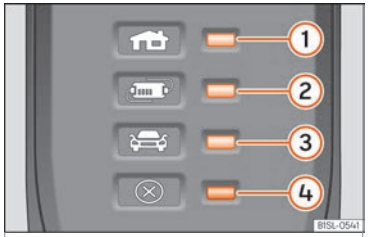

Abb. 216 Am Ladekabel für Netzsteckdosen: Kontrollleuchte in der Schutzeinrichtung.
››› **Abb. 216**:
Durch die elektronische Schutzeinrichtung ››› **Abb. 216** ist der Ladestecker so lange stromlos, bis er in die Ladedose des Fahrzeugs gesteckt wurde.
Eine oder mehrere Kontrollleuchten ››› Abb. 216 ①, ② oder ③ leuchten grün.
Anzeige ››› Abb. 216	Bedeutung
Wenn die Warnleuchte ④ rot blinkt oder leuchtet, ohne dass eine der Kontrollleuchten ››› Abb. 216 ①, ② oder ③ der Betriebsanzeige dauerhaft leuchtet, liegt eine Störung vor.